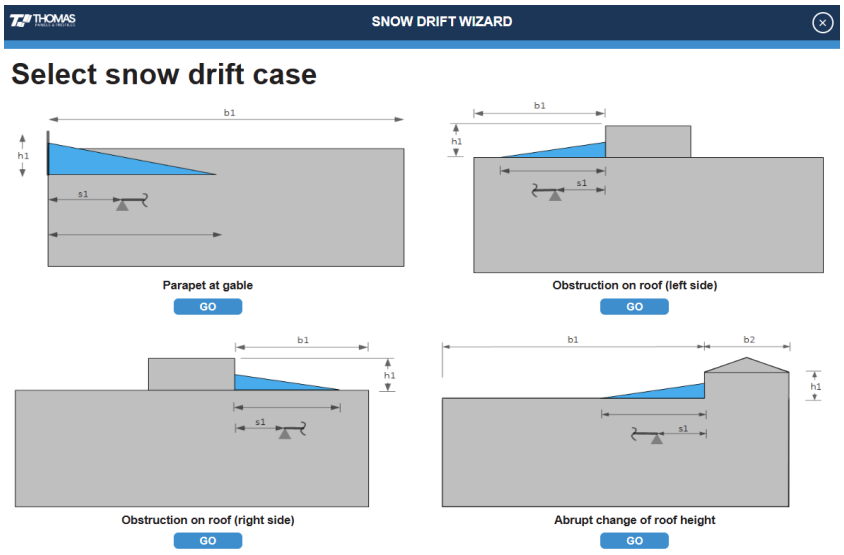

Figure 8.2: SNOW DRIFT WIZARD menu - Opened from Purlin set
2. **Select relevant snow drift scenario/case**: The SNOW DRIFT WIZARD initially provides users with a range of snow drift scenarios/cases, as shown in Figure 8.2. Select the relevant scenario/case. The wizard will then display a diagram of the selected scenario/case and relevant inputs.